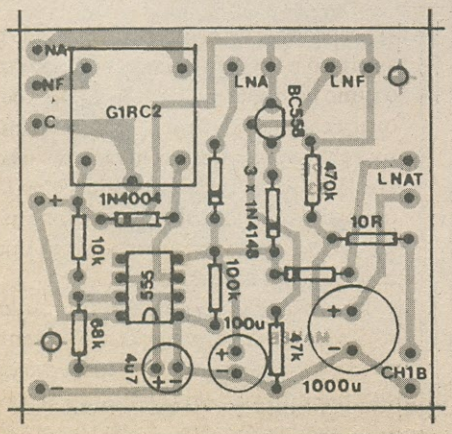

Fig. 3
- FIG. 3 - *CHAPEADO* DA MONTAGEM - Lado não cobreado da placa (ainda em tamanho natural), já com todos os componentes posicionados, identificados pelos seus códigos, valores e marcações correspondentes às suas polaridades (quando for o caso...). Os componentes ditos *polarizados* são o integrado, o transístor, os diodos e os capacitores eletrolíticos, que deverão ser posicionados na placa *rigorosamente* nas